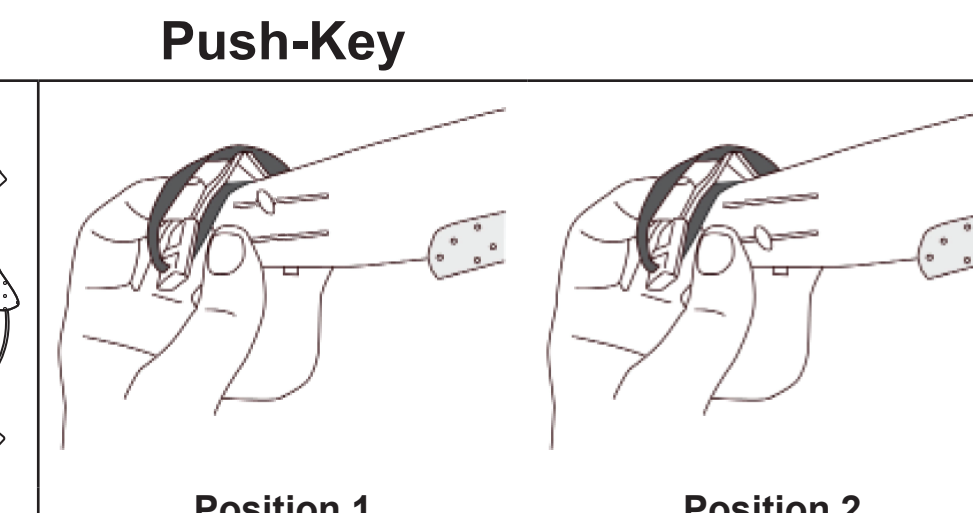
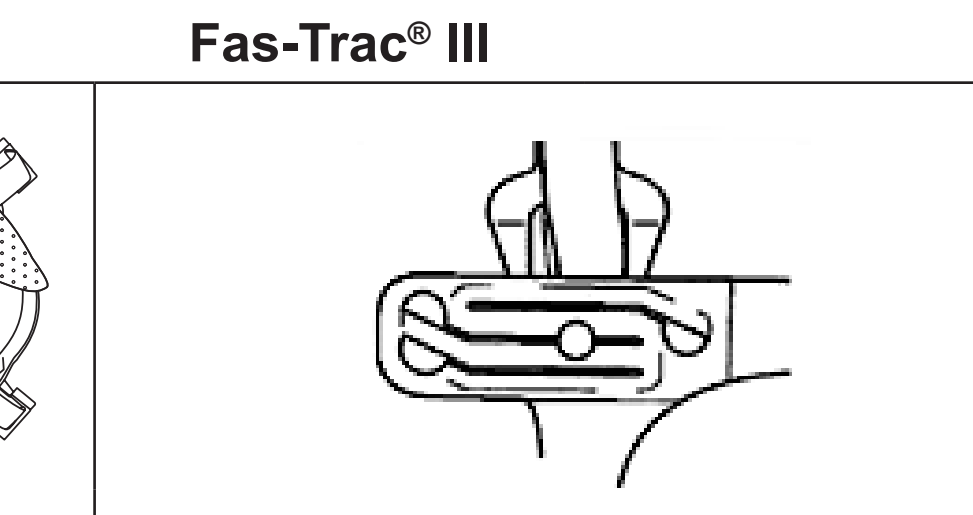

Fig. 2
Fig. 6
4. To ensure that headbands are compatible with all head height, the helmet also has the facility to adjust the wearing height by way of repositioning of the headband clips within the suspensions as shown in Fig. 2 and Fig. 6.